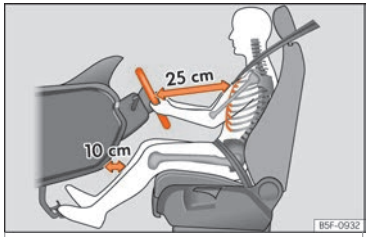

Abb. 7 Der richtige Abstand des Fahrers zum Lenkrad muss mindestens 25 cm (10 inch) betragen.
- Lenkrad so einstellen, dass der Abstand zwischen Lenkrad und Brustbein mindestens 25 cm (10 Zoll) beträgt ››› **Abb. 7** und das Lenkrad mit beiden Händen und leicht gebeugten Armen seitlich am äußeren Rand festgehalten werden kann.
- Fahrersitz in Längsrichtung so einstellen, dass die Pedale mit leicht angewinkelten Beinen durchgetreten werden können und der Abstand zur Instrumententafel im Kniebereich mindestens 10 cm (4 Zoll) beträgt ››› **Abb. 7**.